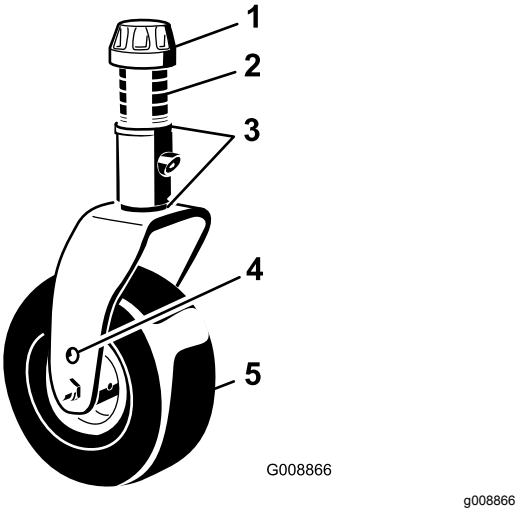

**Figur 18**
3. Fjern strammehætten fra spindelakslen (Figur 18), og lad spindlen glide ud af styrehjulsarmen. Sæt de to afstandsstykker (3 mm) på spindelakslen, som de sad oprindeligt. Disse afstandsstykker skal opnå et vandret plan på tværs af hele bredden af klippeenhederne. Sæt det passende antal 13 mm afstandsklodser (se diagrammet herunder) på spindelakslen for at opnå den ønskede klippehøjde. Sæt derefter spændeskiven på akslen.